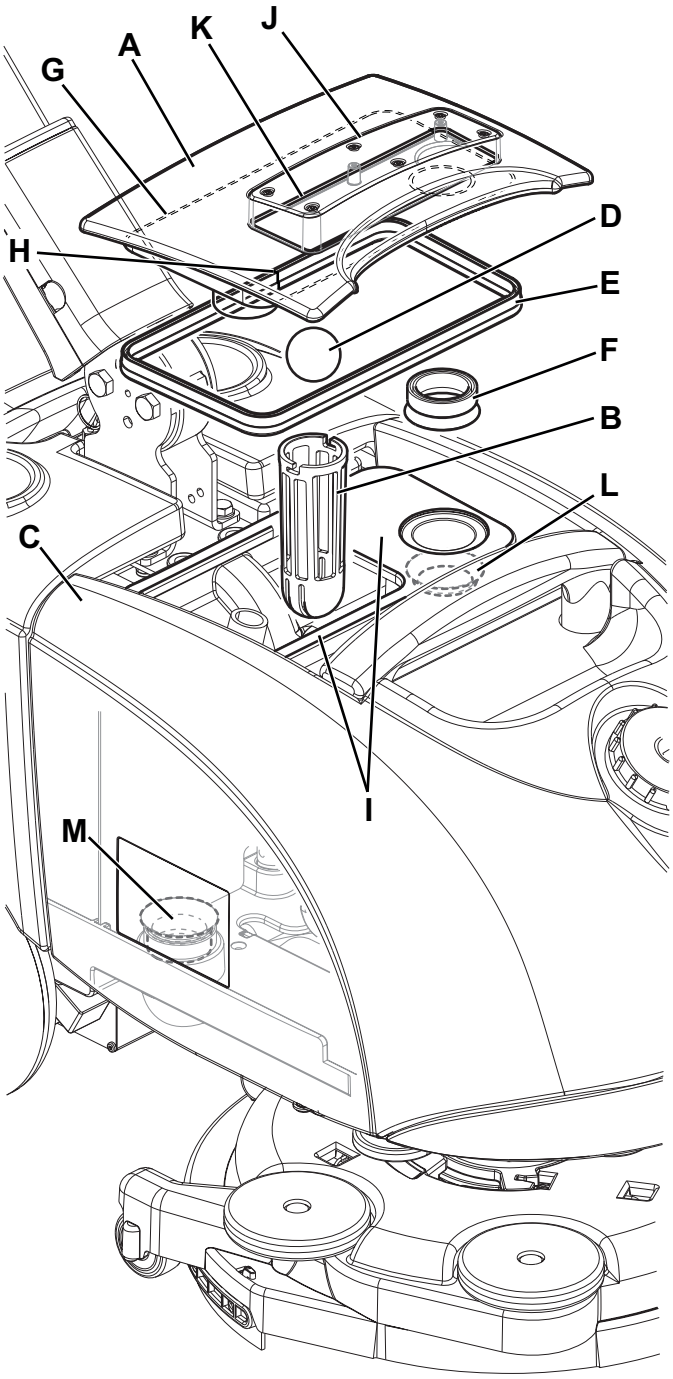

**Figure 7**
2. Contrôler que la manette (31) du sélecteur de fonctions soit en position «0» et débrancher le connecteur de la batterie (7).
3. Déposer le couvercle (A, Fig. 7), puis nettoyer et laver à l'eau propre le couvercle et la grille d'aspiration (B).
4. Vider l'eau des réservoirs (C) et les nettoyer.
5. Si besoin est, démonter la grille (B) et enlever le flotteur (D), puis nettoyer avec soin et installer à nouveau.
6. Contrôler l'intégrité des joints (E) et (F) du couvercle.